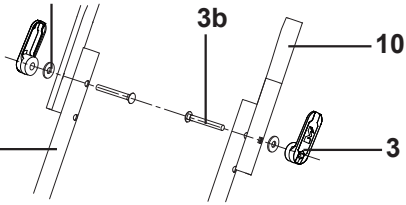

Fig.3
> Fixe a barra do manípulo superior (10) utilizando o parafuso (3b) com a arruela (3a) e os botões giratórios de orelhas (3) na barra do manípulo inferior (5) (Fig. 3). A barra do manípulo superior pode ser fixada em duas alturas diferentes, selecione a mais confortável durante a utilização normal durante a montagem. Certifique-se de que o controlo operativo está do lado direito quando visto de trás.